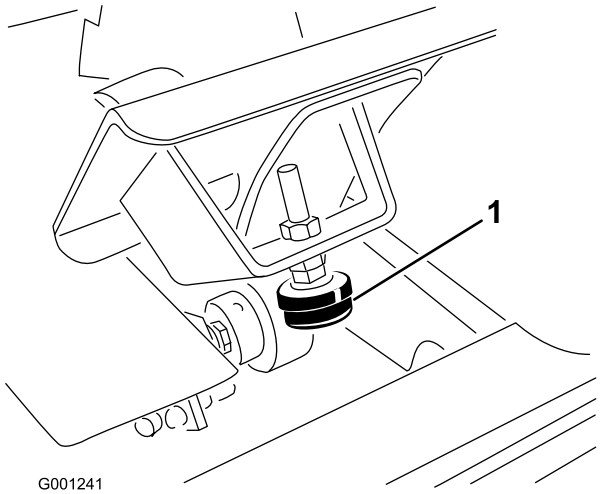

**Figur 66**
1. Kontroller justeringen af traktionspedalstoppet. Pedalstoppet (Figur 66) skal berøre rammen let, før pumpen når sin fulde vandringslængde.